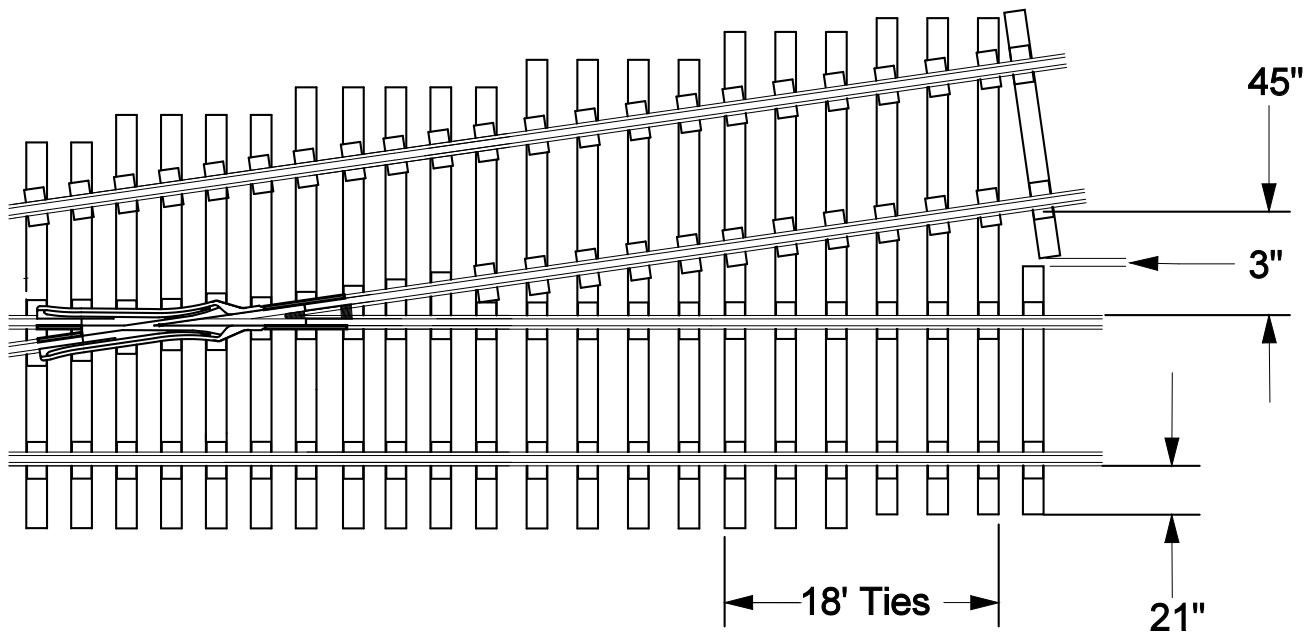

Figure 3-C-1
5. Reduce the amount of tie that extends from the base of the designated line rail on the straight side of a switch to 21 inches on the last few 18-foot switch ties. See Figure 3-C-1.